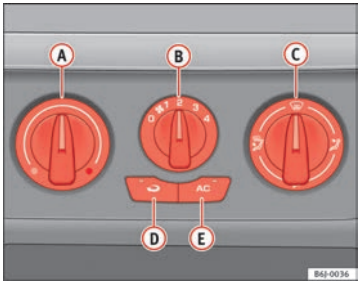

Fig. 106 Air conditioning controls on the dash panel
– Disconnect the cooling system using button ⇒ Fig. 106 AC (the button light turns off).
When air recirculation mode is switched on (button ⇒ Fig. 106 with warning lamp) strong odours in the outside air do not enter the vehicle interior, for example when passing through a tunnel or in a traffic jam.